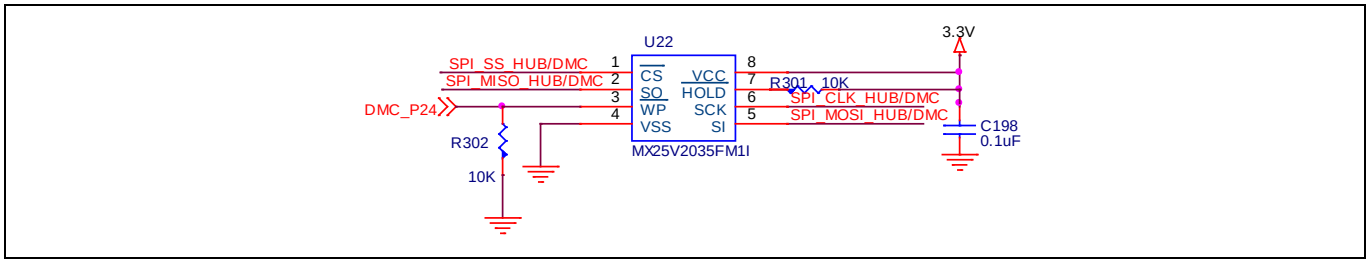

**Figure 20　EEPROM 接続**
- **SPI_HUB**: このインターフェースは、HX3PD のハブコントローラセクションを SPI EEPROM に接続します。起動時に、EEPROM に保存されているファームウェアは、SPI_HUB インターフェースを介して HX3PD のハブコントローラセクションからアクセスされます。SPI_HUB インターフェース信号接続を Figure 20 に詳細に示します。
- **SPI_DMC**: DMC は、SPI_DMC インターフェースを使用して SPI EEPROM にアクセスすることもできます。このインターフェースは、DMC がハブコントローラのファームウェアを EEPROM に書き込むために使用されます。DMC は、USB 2.0 インターフェースを介して PC からファームウェアを受信します。SPI_DMC インターフェース信号接続を図 20 に詳細に示します。図 20
- **I2C_2**: I²C インターフェース I2C_2 は、DMC および PD コントローラに接続される – DMCI2C はスレーブであり、PDI2C はデフォルトファームウェアでは未使用である。組込みコントローラ (EC) などの外部 I²C マスターは、このインターフェースを使用して DMC および PD コントローラと通信します。
EEPROM の接続は Figure 20 に示されています。HX3PD ファームウェアの画像サイズは最大 32 KB です。インフィニオンは EEPROM にデュアルイメージのサポートを推奨しています。したがって、推奨される EEPROM のサイズは 64 KB 以上です。ファームウェアのアップデートプロセス中に、ハブコントローラのプライマリ画像が破損した場合、HX3PD はセカンダリ画像を使用してプライマリ画像を復元し、システムが正常に機能し続けることを保証します。DMC と PD コントローラのイメージの場合、プライマリイメージが破損した場合、HX3PD はセカンダリイメージにフォールバックします。インフィニオンのリファレンスデザインは、Macronix の MX25V2035FM1I EEPROM を使用しています。インフィニオンは、以下の製品番号も推奨しています。